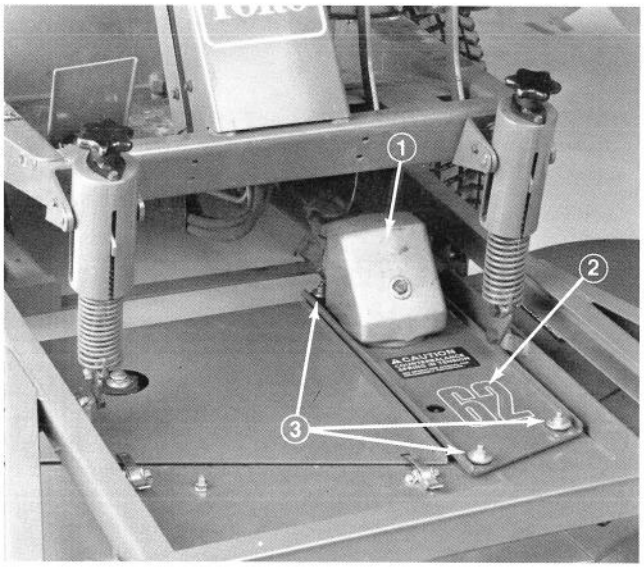

Figure 29
5. To install new belt, the gear box base must be removed. To do this, remove four carriage bolts, and locknuts holding gear box base (Fig. 29).
7. Install gear box base with carriage bolts and locknuts (Fig. 29).